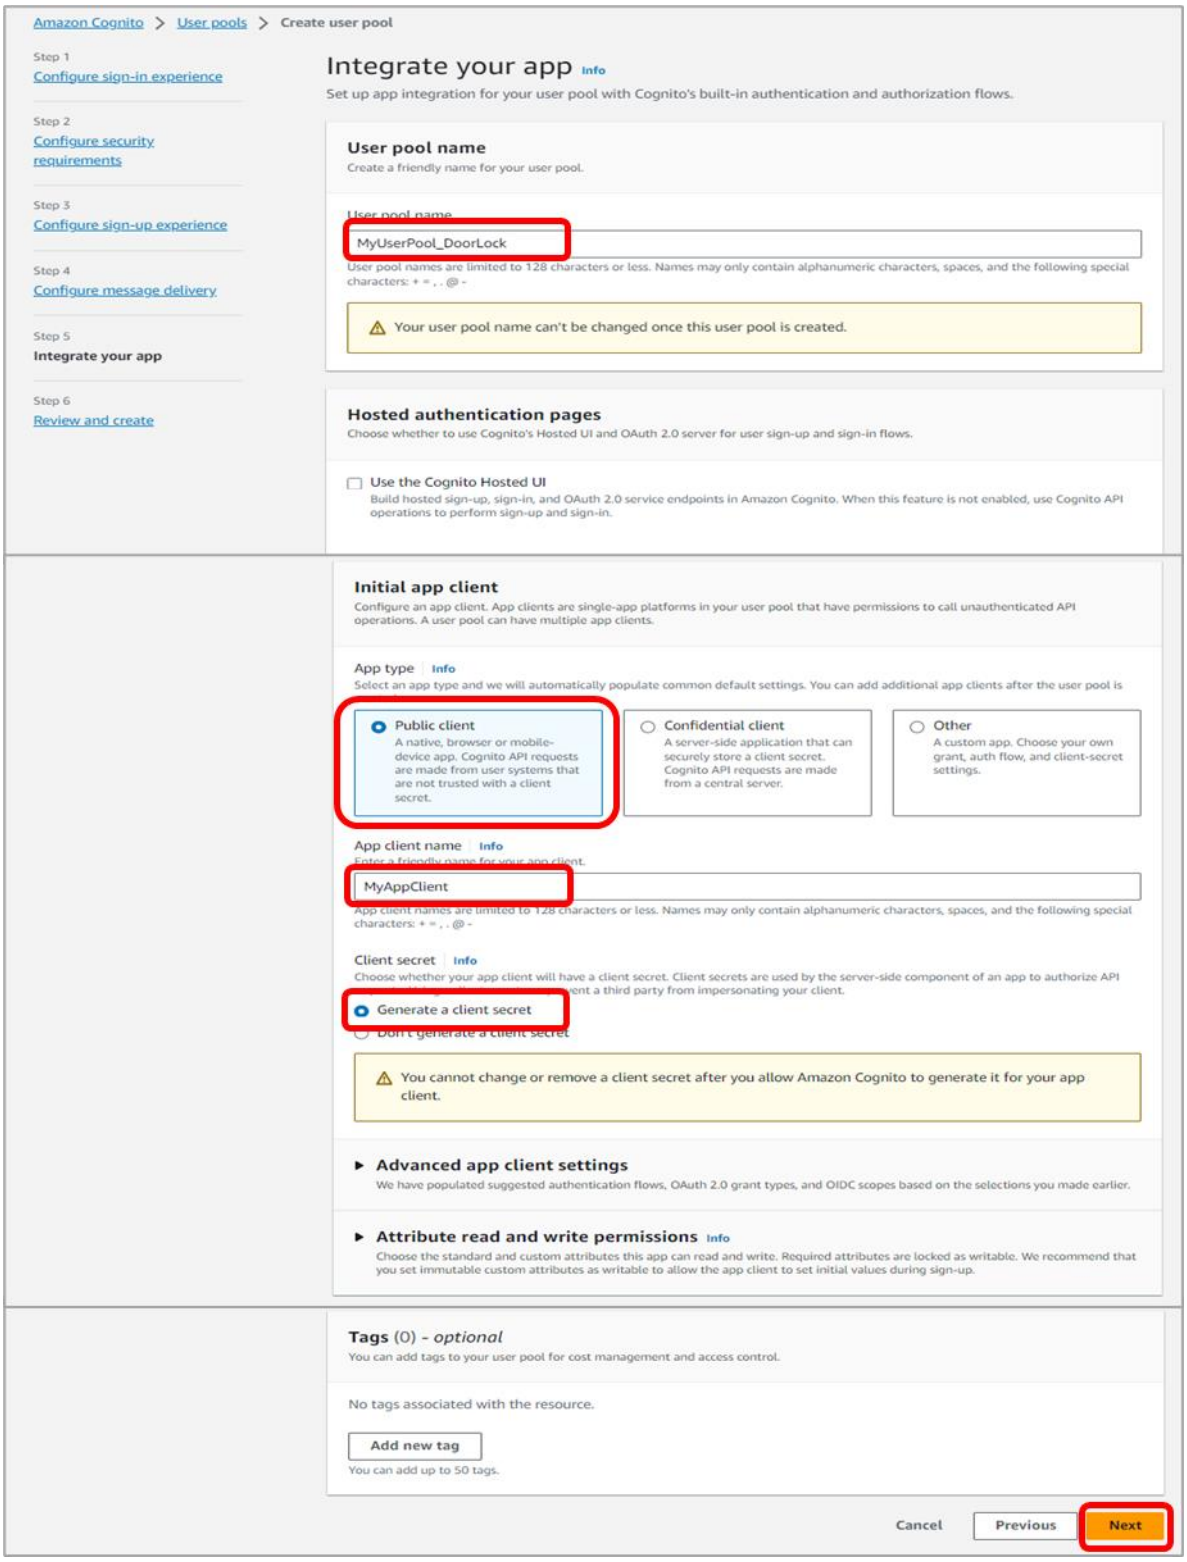

Figure 39. Integrate app client
6. On the **Integrate your app** page, enter required items as shown in Figure 39 and click **Next**.